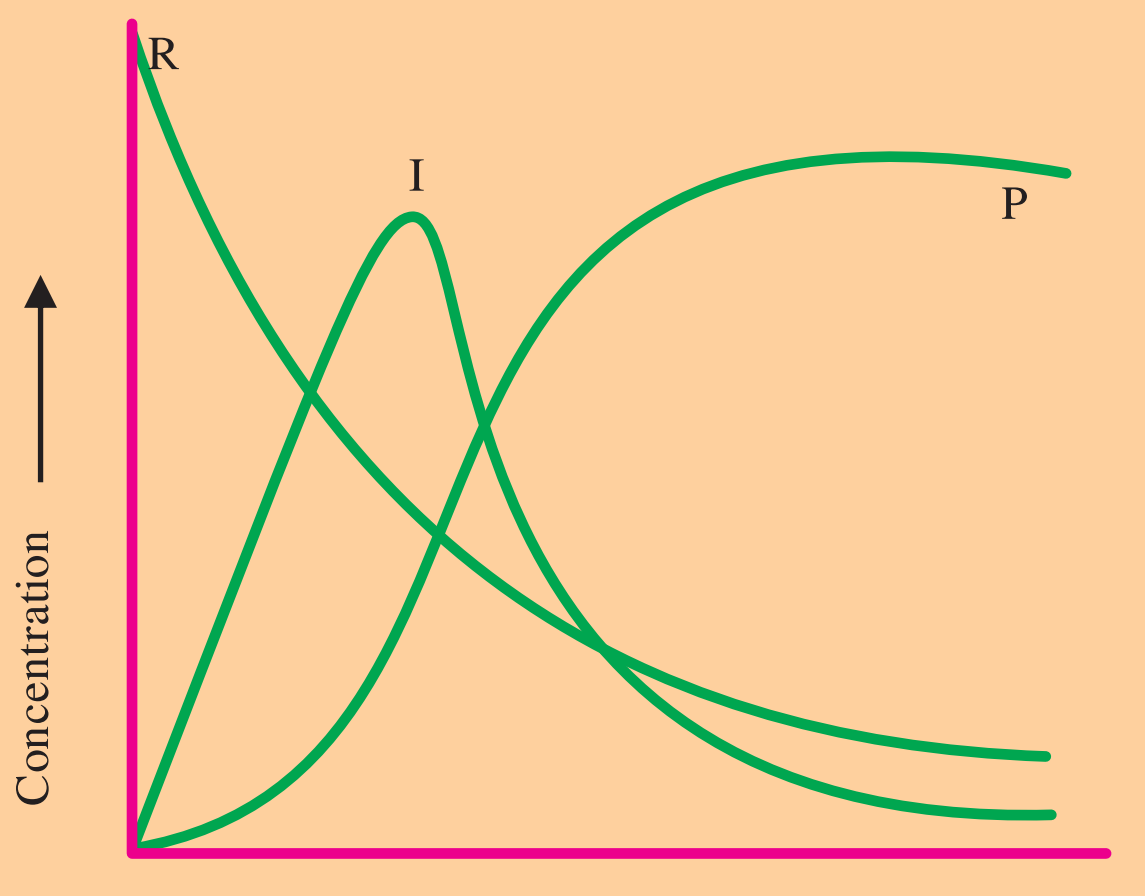

Fig. 1.10 Change in reaction (R), intermediate (I) and product (P) with time.
In the above reaction in first step : (i) Intermediate compound (I) is formed. (I) Is being collected and becomes maximum as mentioned earlier, then it decomposes and reaches zero concentration and changes in to product. In the fig 1.10 this is shown.